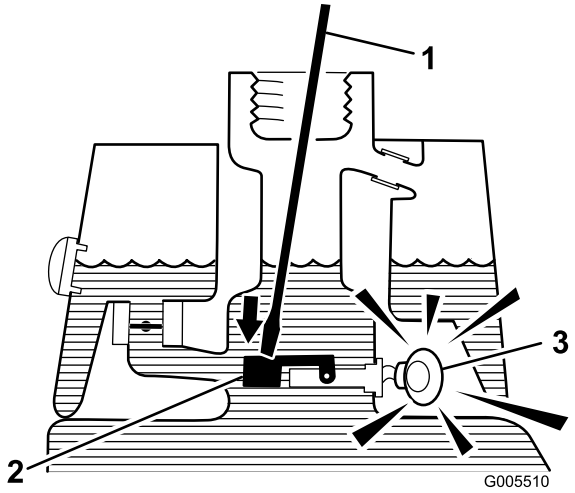

Figur 31
3. Sett en ren stang eller skrutrekker inn i tankåpningen, og trykk flytebryteren forsiktig ned (Figur 31). Alarmen skal gå etter tidsforsinkelsen på ett sekund.